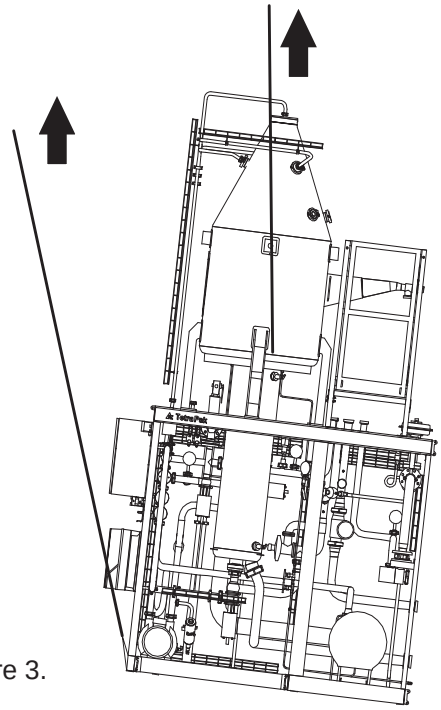

Figure 3.
6) Erect the complete S-vessel DHM module until the vessel is hanging freely/vertically (figure 3).